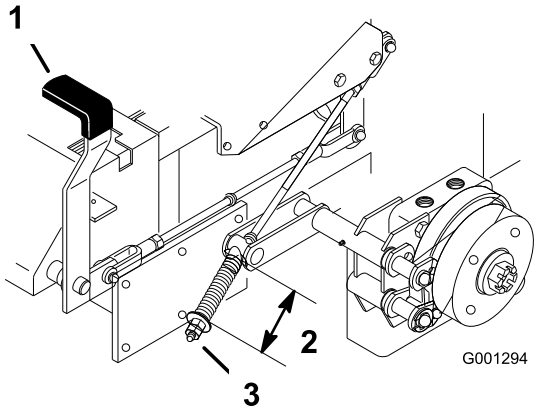

**Figuur 49**
2. Meet de lengte van de veer. De lengte tussen de ringen moet 64 mm zijn (Figuur 49).
3. Als de lengte moet worden afgesteld, draait u de contramoer onder de veer los en draait u de moer direct onder de gaffel aan (Figuur 49). Draai de moer totdat de lengte correct is. Draai de moer naar rechts om de veer korter te maken en naar links om de veer langer te maken.